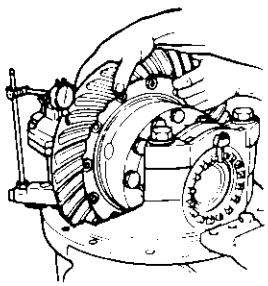

FIGURA 14
a) Apoie o ponteiro de um relógio comparador no dente da coroa, conforme ilustra a figura 14;